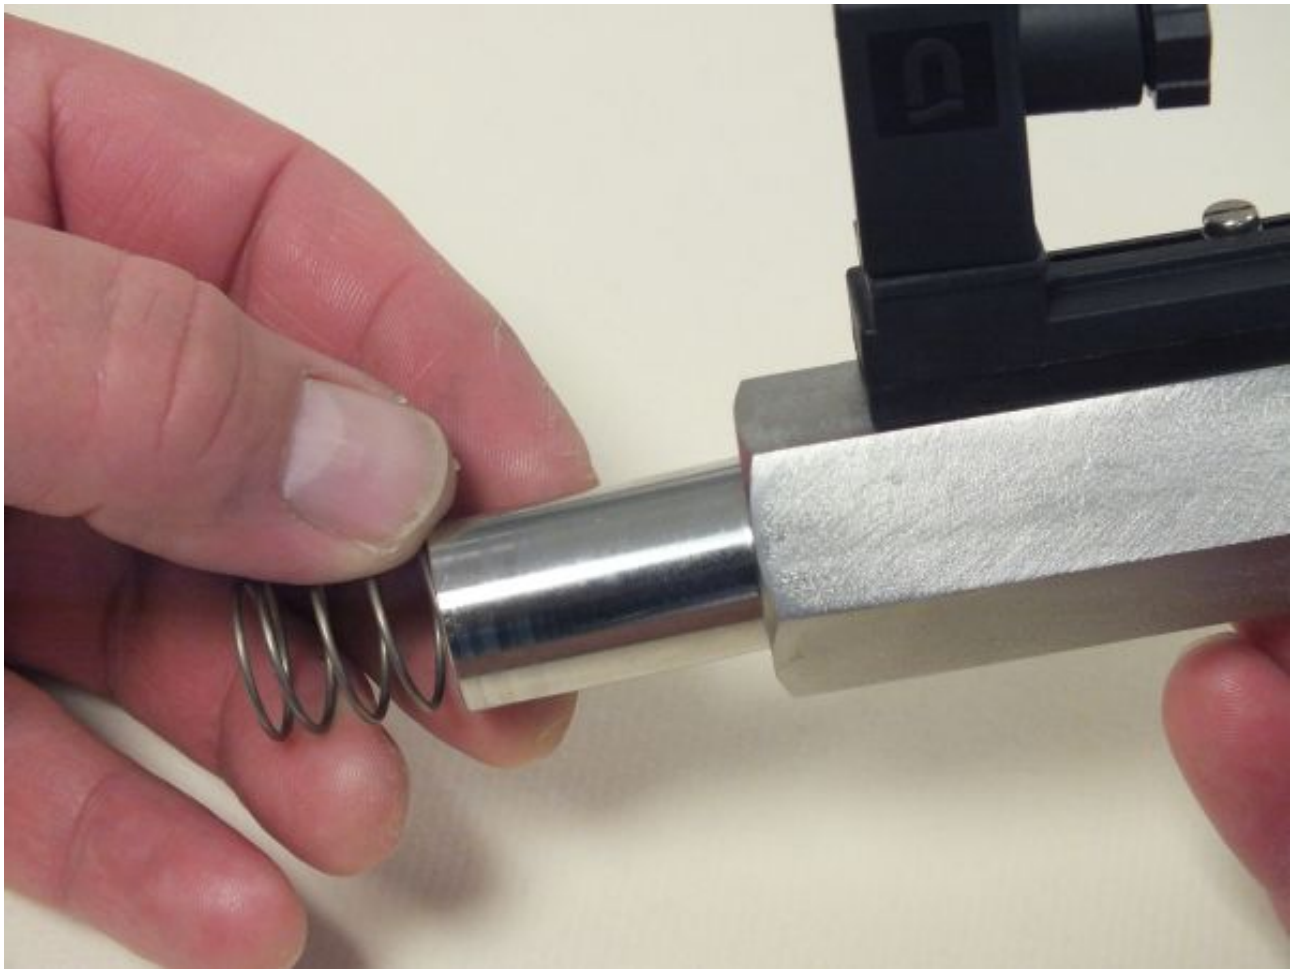

Fig. 40: Remove inner parts
6. Carefully turn the device body 180° and remove the inner parts (float, magnets and spring). (*Fig. 40*)